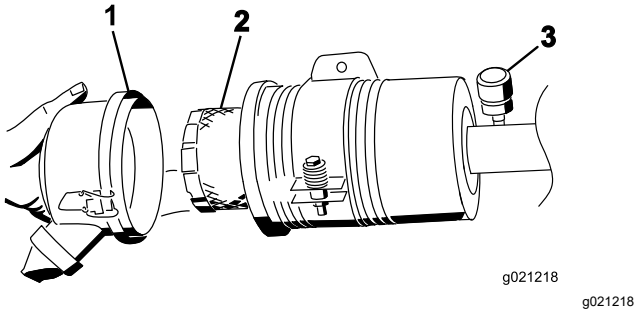

Figuur 82
5. Verwijder en vervang het filter (Figuur 82).